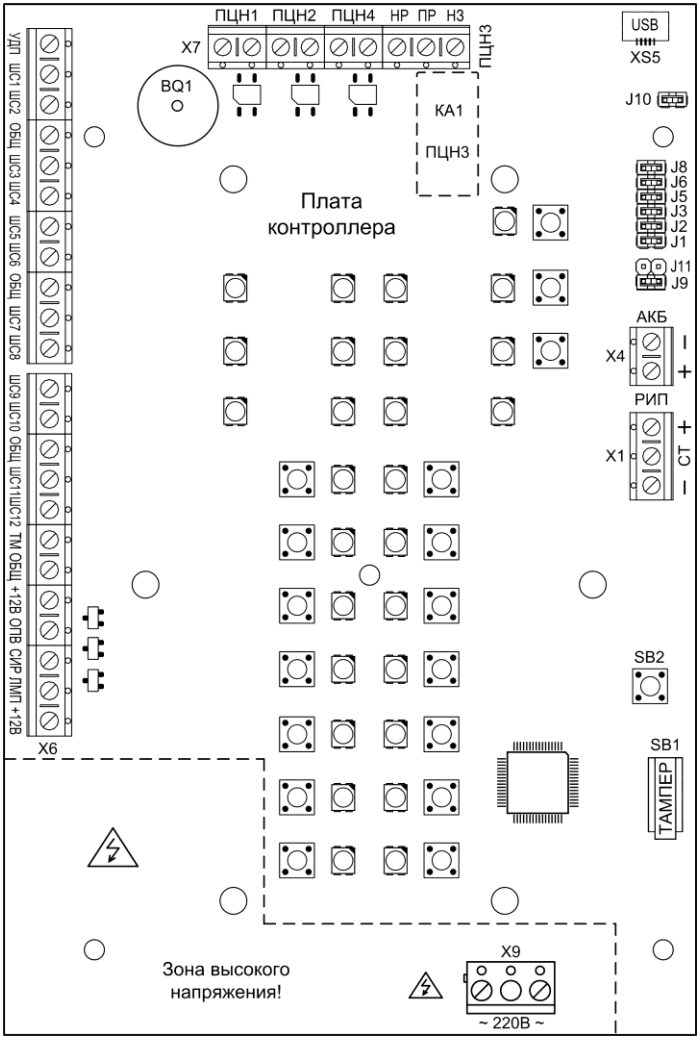

Рис.1 Плата контроллера прибора Гранит-12 (вид со снятой панелью индикации и управления)
ВНИМАНИЕ! На плате прибора присутствует зона высокого напряжения (см. рис.1). При использовании внешних устройств с рабочим напряжением 220 В контакты «НР», «ПР» и «НЗ» клеммника X7 (ПЦН3), также могут находиться под напряжением 220 В.
Прибор состоит из корпуса и съёмной крышки. В корпусе расположена плата контроллера (рис.1). На плате контроллера установлена панель индикации и управления (рис.2).
3.1 Плата контроллера (рис.1) интегрирована с источником питания. На плате контроллера расположены следующие элементы: